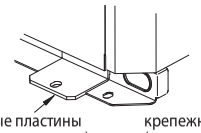

Рис. 3 (без съемной опоры)
4) Если болты крепления закручиваются после установки блока на основание, то используйте крепежные пластины (в комплект не входят). См. рис. 3 и 4.